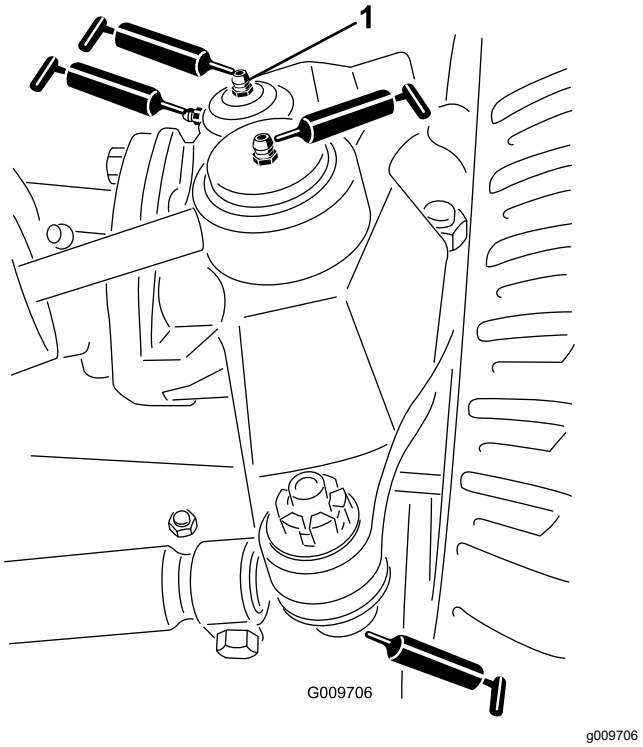

Figur 77
- Styresylinderens kuleledd (2) som vist i Figur 77
- Parallellstagets kuleledd (2) som vist i Figur 77
- Kingbolthylser (2) som vist i Figur 77